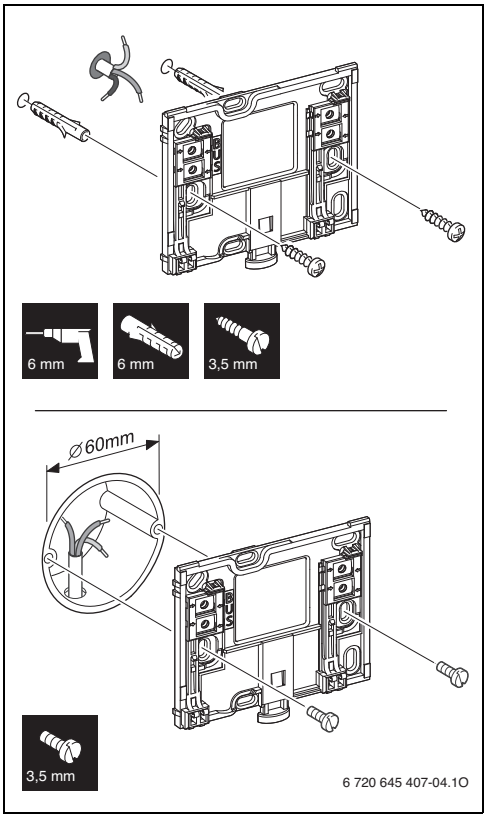

Fig. 5 Installation du support
- ▶ Installer le support sur un mur (→ fig. 5).